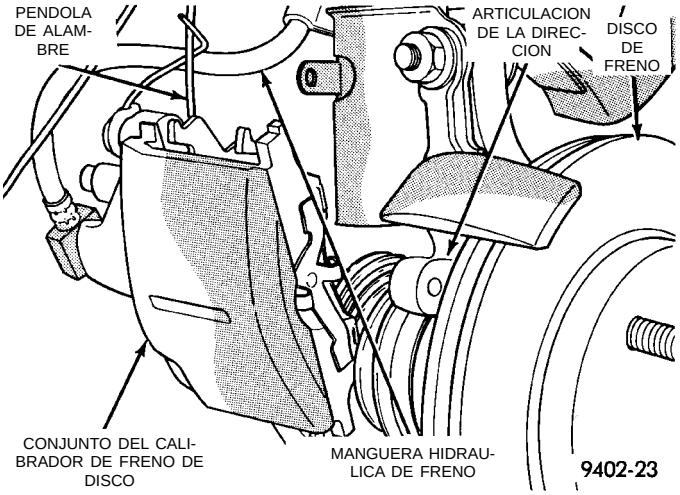

Fig. 60 Cómo sostener el calibrador
(5) Sostenga con firmeza el calibrador pare evitar que su peso dañe la manguera flexible de freno (Fig. 60).